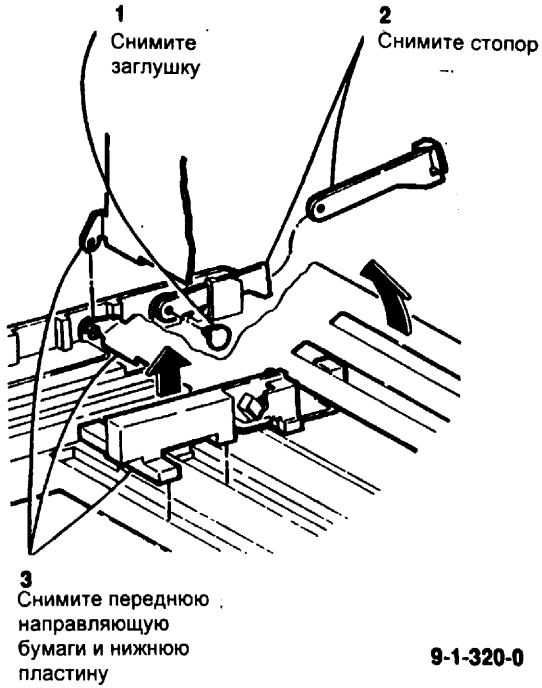

Рис. 2 Снятие передней направляющей бумаги
4. (Рис. 2) Снимите амортизатор и стопор. Затем снимите переднюю направляющую бумаги и нижнюю пластину. Перед снятием нижнюю пластину необходимо поднятием установить в вертикальное положение.